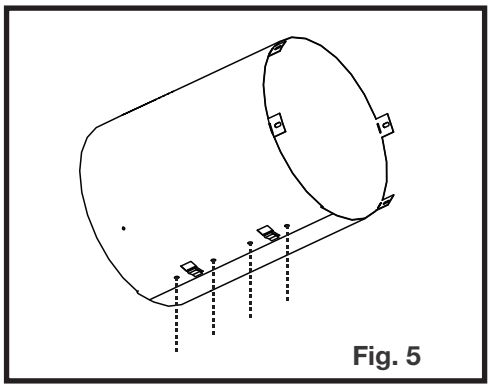

Fig. 5
5. Ensure both ends line up and secure ends with clip and fasteners (Figure 5).